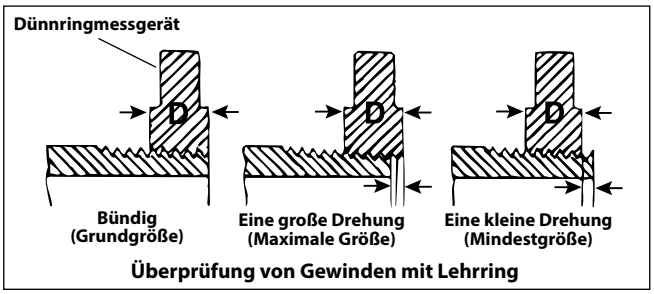

Abbildung 16 – Überprüfen der Gewindegröße
3. Überprüfen Sie die Größe des Gewindes. Am besten überprüft man die Gewindegröße mit einem Lehrring. Es gibt verschiedene Arten von Lehrringen und die Benutzung kann vom hier gezeigten Verfahren abweichen. *Abbildung 16.*